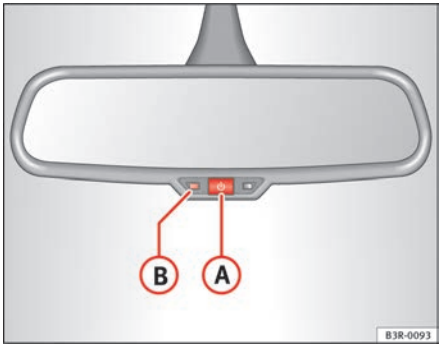

Fig. 102 Interior rear view mirror with anti-dazzle setting: Indicator lamp and on/off switch
– Press button (A) ⇒ fig. 102. Warning lamp (B) goes out:
– Press button (A) ⇒ fig. 102. The indicator lamp (B) will light up.